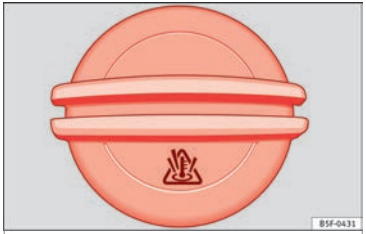

Fig. 245 In the engine compartment: coolant expansion tank cap
- The coolant expansion tank is easily recognisable because of the symbol on the cap ››› Fig. 245.